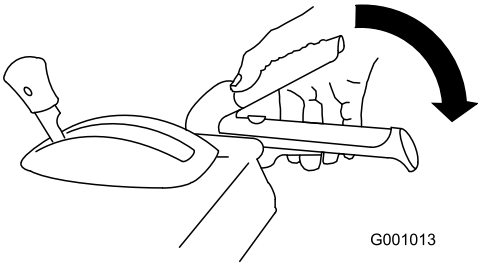

Figur 37
1. Pressa ned det högra reglaget (matarskruvs-/impellerreglaget) till handtaget för att koppla in matarskruvs-/impellerdrivningen (Figur 37).